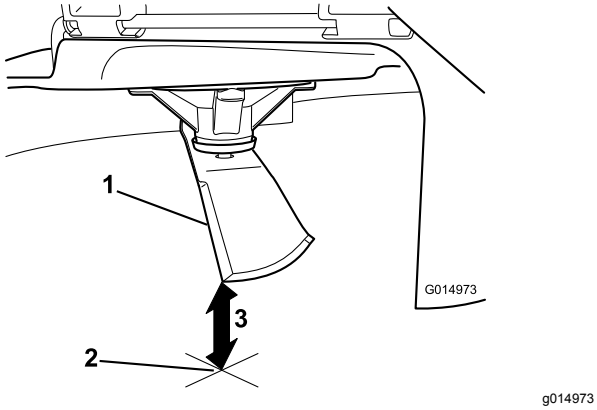

Figur 55
5. Mål fra knivtuppen til den flate overflaten (Figur 55).